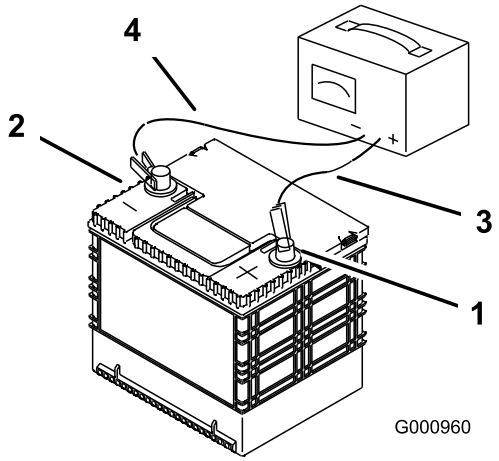

**Figur 53**
2. När batteriet är fulladdat ska laddaren kopplas bort från eluttaget, och laddningskablarna kopplas bort från batteripolerna (Figur 53).